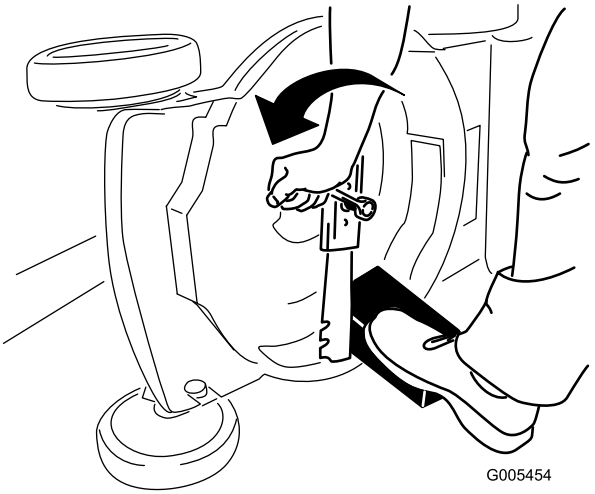

Figur 26
3. Håll kniven stilla med hjälp av en träkloss (Figur 26).
4. Ta bort kniven och spara alla monteringsdelar (Figur 26).